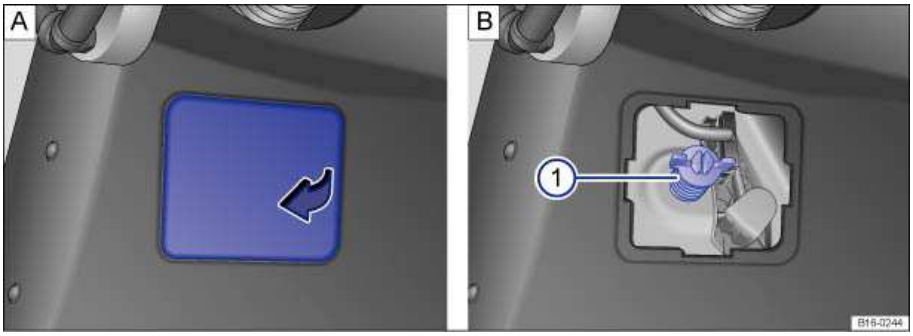
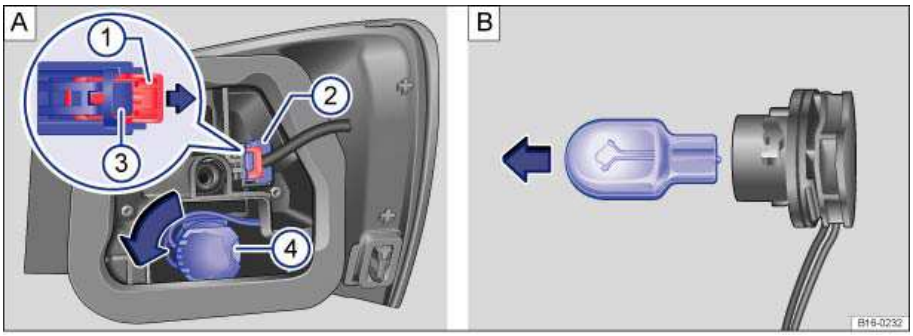

Fig. 182 In the side of luggage compartment: A: Open cover of the rear side panel. B: Removing the LED taillight assembly.
Fig. 183 LED taillight. A: Removing the bulb holder, B: Removing the bulb.
3.	Open the cover on the rear side trim panel ⇒ fig. 182 **A**.
4.	Remove the taillight bolt **B** (1) and carefully remove the taillight from the body with the electrical wire connected.
5.	Pull the red retainer ⇒ fig. 183 **A** (1) in the direction of the arrow to release the lock on the connector **A** (2).
6.	Press the lock on the connector **A** (3) and disconnect the connector **A** (2).
10.	Connect the connector **A** (2) and press the red retainer **A** (1) in the opposite direction of the arrow.
11.	Hold the taillight in the installation position with one hand and tighten the bolt with the other hand ⇒ fig. 182 **B** (1).